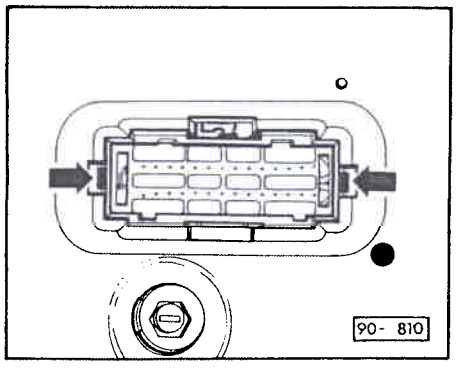

FIG. 1 AFFECTATION DES RACCORDS DE LA CONNEXION MULTIBROCHE SUR LE PORTE-INSTRUMENTS
- RACCORDEMENT DE LA CONNEXION MULTIBROCHE SUR LE PORTE-INSTRUMENTS ==> FIG. 1.